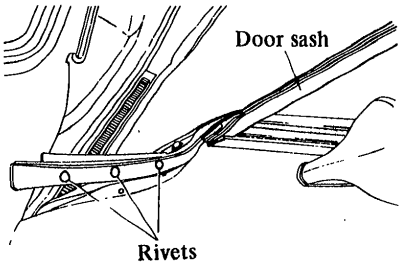

Fig. BF-65 Prying off rivets
1. Remove rivets retaining door weatherstrip from door by prying off with standard screwdriver. See Figure BF-65.